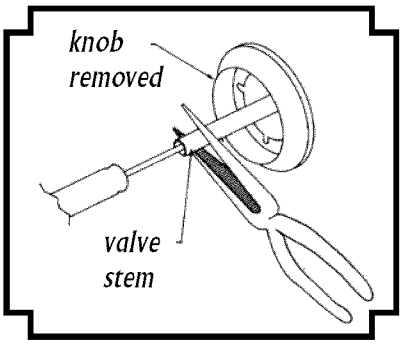

Figure 14-1 - *Adjusting brass burner low heat setting.*
4) While holding the valve shaft with pliers, insert a thin flat tipped screwdriver into the shaft and while viewing the burner, adjust to a minimum stable flame (see figure 14-1).